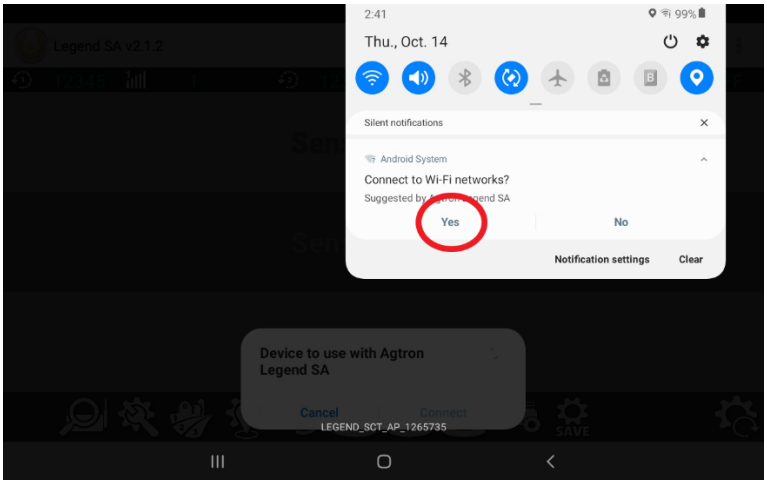

Figure 2.6
10. Certain tablet versions will prompt you to answer the question as in figure 2.6. Check "Yes".